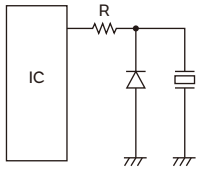

Fig. 3b
2. When driving the product by IC, please insert the resistance of 1k to 2kΩ in series. The purpose is to protect the IC and to obtain stable sound. (Please see Fig. 2a). Inserting a diode in parallel to the product has the same effect. (Please see Fig. 3b)